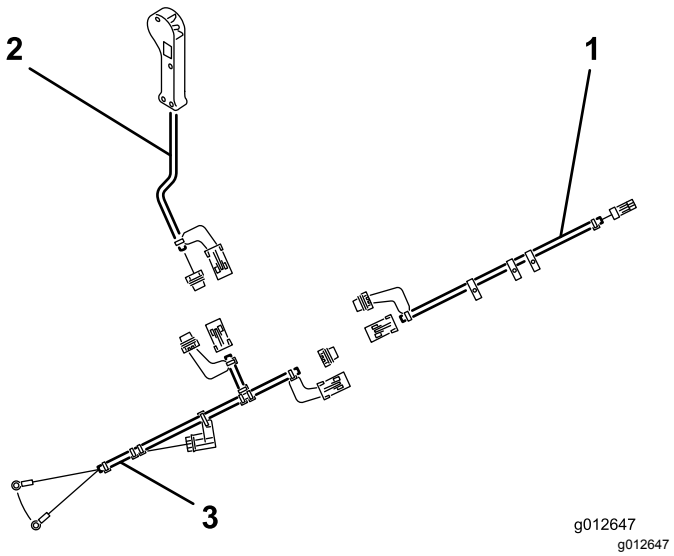

Figur 7
1. Anslut topdresserns kablagekontakt till elkontakten på maskinens elektromagnetventil (Figur 7).